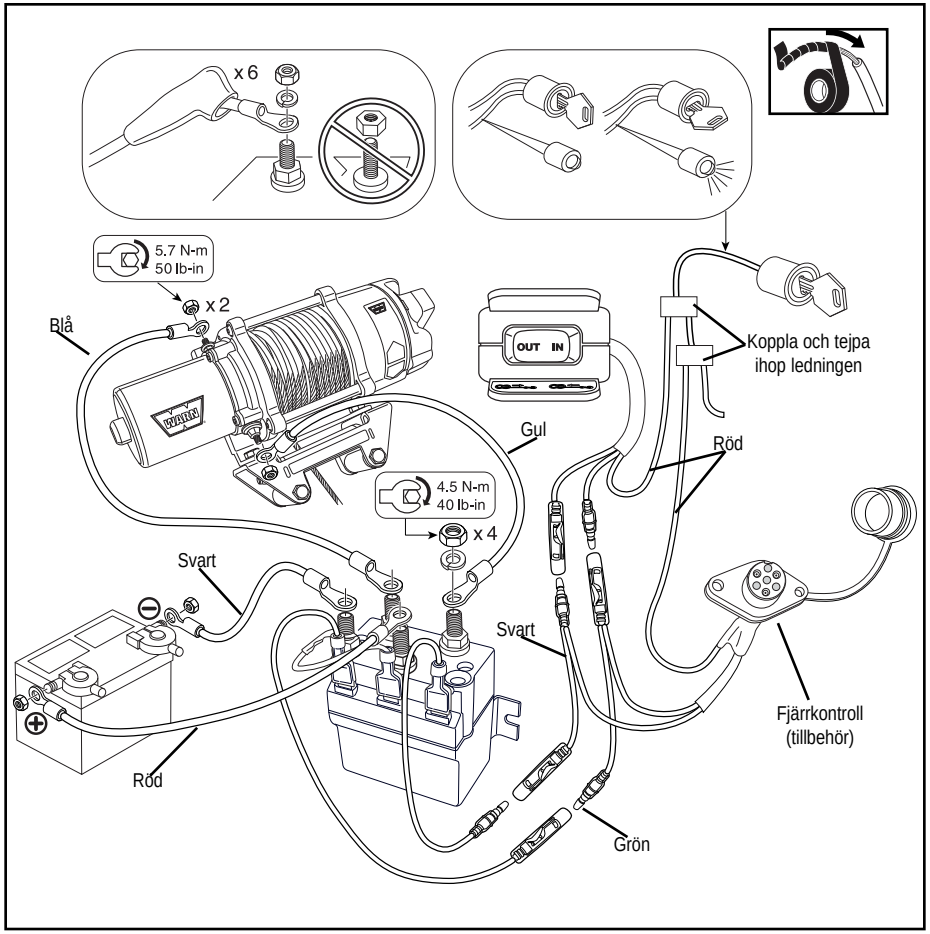

Figur 11. Diagram för ledningsdragning
1. Träd polhylsor över gula och blå kabeländar. Se figur 11 på nästa sida.